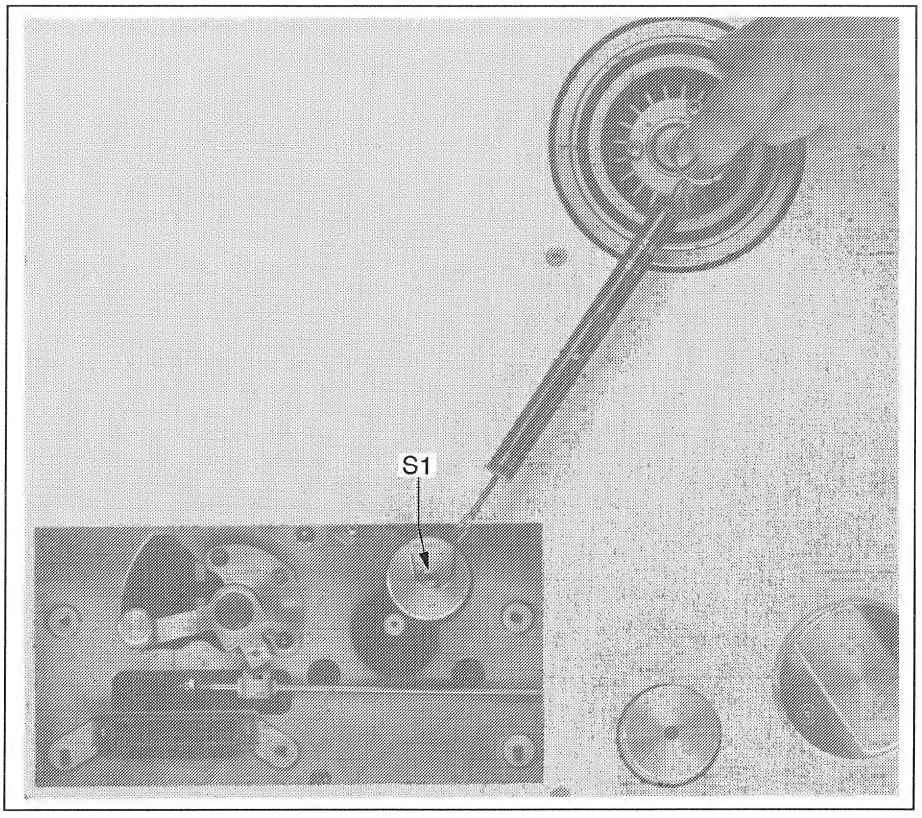

Fig. 3.4.22 Prüfen der Andruckkraft
- Schraube auf dem Andruckrollen-Deckel **S1** leicht herausdrehen (siehe Fig. 3.4.22)